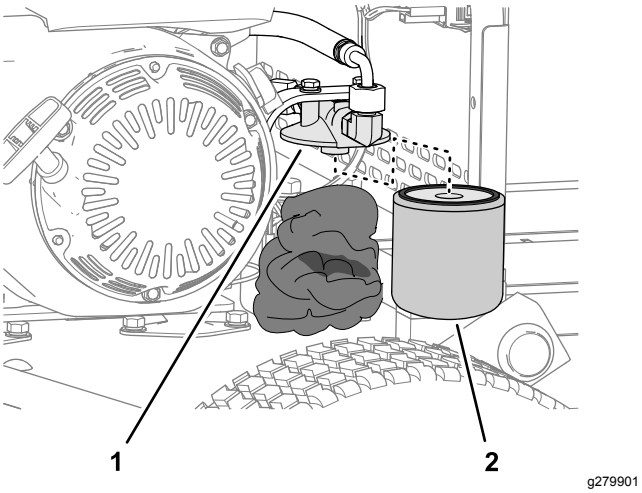

Figura 37
2. Coloque panos sob o filtro hidráulico (Figura 37).
3. Remova cuidadosamente o filtro hidráulico (Figura 37).
5. Instale o filtro na cabeça do filtro (Figura 37) rodando-o manualmente até que a junta entre em contacto com a cabeça do filtro, apertando em seguida o filtro mais 3/4 volta.